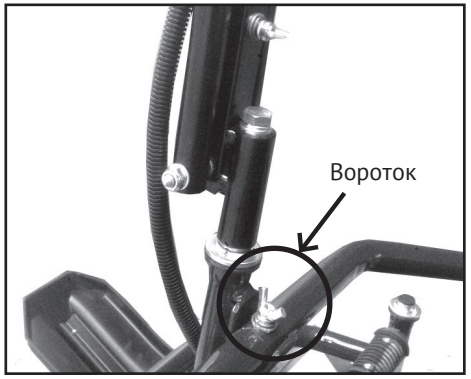

Рис. 8.
10. Поднимите руль в рабочее положение и затяните вороток (*рис. 8)*;